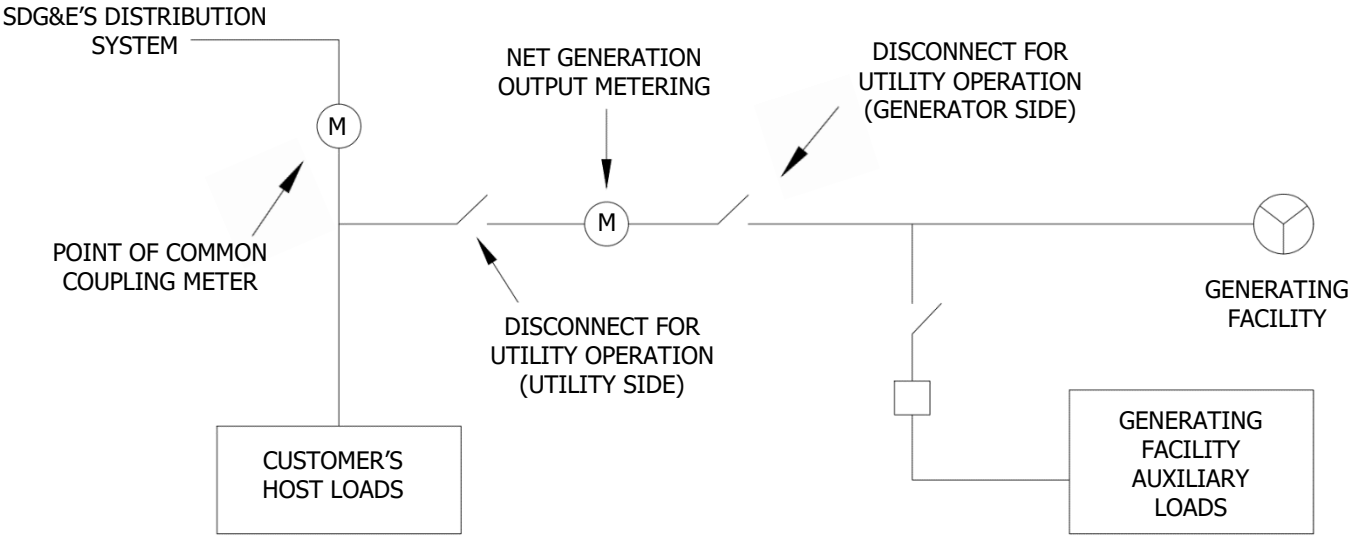

FIGURE 1
A NGOM IS ALWAYS INSTALLED IN THE ELECTRICAL CIRCUITRY USED TO INTERCONNECT A CUSTOMER'S GENERATING FACILITY WITH HOST LOAD. MORE SPECIFICALLY, IT IS LOCATED IN THE CIRCUITRY AT A LOCATION AFTER ANY CONNECTIONS USED TO SERVE THE "AUXILIARY LOADS" USED TO OPERATE THE GENERATING FACILITY, BUT BEFORE ANY CONNECTION TO THE HOST LOAD. SEE FIGURES 1 AND 2 BELOW:
NOTES TO FIGURES 1 AND 2:
(1) FOR METERING PURPOSES, THE GENERATOR CONDUCTORS SHALL BE CONNECTED TO THE LINE SIDE OF THE NGOM SOCKET.
(2) FOR BUS TAPS, SEE PAGE SG 517.1.
(3) NGOM PANELS AND DEVICES ARE NORMALLY REQUIRED TO BE GROUPED WITH THE BILLING METER AT THE PCC (ALSO REFERRED TO AS THE SERVICE AND METERING EQUIPMENT).
(4) VISIBLE, OPEN, AND LOCKABLE DISCONNECTS ARE REQUIRED ON EACH SIDE OF THE NGOM EXCEPT AS NOTED IN FIGURES 1 AND 2. SEE PAGES SG 511.1 – 511.3 FOR DISCONNECT REQUIREMENTS.
(5) A SITE PLACARD IS REQUIRED AT THE SERVICE AND METERING EQUIPMENT. SEE PAGE SG 017.1 FOR SITE PLACARD REQUIREMENTS. IF NGOM IS NOT LOCATED IN LINE OF SITE OF THE SERVICE AND METERING EQUIPMENT, AN ADDITIONAL SITE PLACARD IS REQUIRED ON THE NGOM DENOTING THE LOCATION OF THE SERVICE AND METERING EQUIPMENT
(6) AN ADDRESS PLACARD IS REQUIRED ON THE FRONT OF THE NGOM PANEL.
(7) A PLACARD SHALL BE INSTALLED ON THE UTILITY SIDE DISCONNECT LABELED: "PV (OR WT) SYSTEM DISCONNECT FOR UTILITY OPERATION – UTILITY SIDE."
(8) A PLACARD SHALL BE INSTALLED ON THE GENERATOR SIDE DISCONNECT LABELED: "PV (OR WT) SYSTEM DISCONNECT FOR UTILITY OPERATION – GENERATOR SIDE."
(9) CONDUCTORS TERMINATING IN THE NGOM PANEL SHALL BE LABELED "UTILITY" AND "GENERATOR".
(10) FOR INSTRUMENT TRANSFORMER RATED CT NGOM PANELS, A "CURRENT FLOW" PLACARD WITH AN ARROW POINTING TOWARDS THE UTILITY SIDE DISCONNECT SHALL BE INSTALLED ON THE INSIDE SIDE WALL OF PANEL OR ON THE OUTSIDE FRONT OF NGOM PANEL.
(11) IN NO CASE SHALL ANY OF THE HOST LOAD BE CONNECTED TO THE GENERATOR SIDE OF A NGOM PANEL.